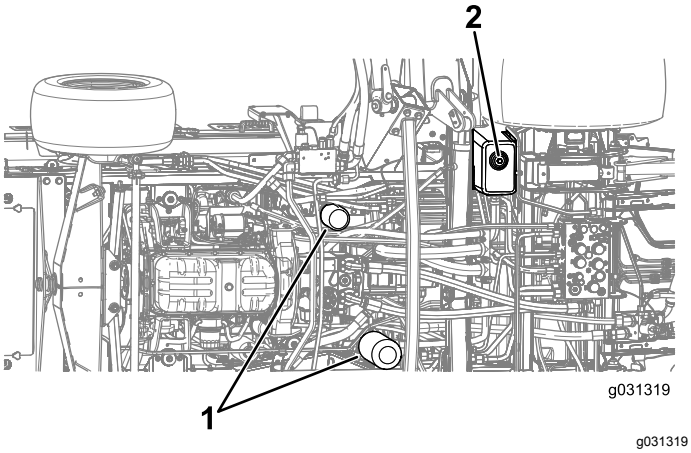

Figur 135
4. Fjern aftapningsproppen fra bunden af tanken, og lad hydraulikvæsken løbe ned i bakken (Figur 135).
7. Anbring en drænbakke under filteret, og afmonter filteret (Figur 135).